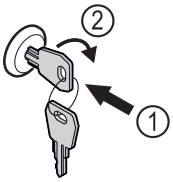

*Fig. 161 Reprezentare exemplificatoare*
▶ Introduceți cheia prin apăsare *Fig. 161 (1)*.
▶ Rotiți cheia cu 90° în sensul acelor de ceasornic *Fig. 161 (2)*.